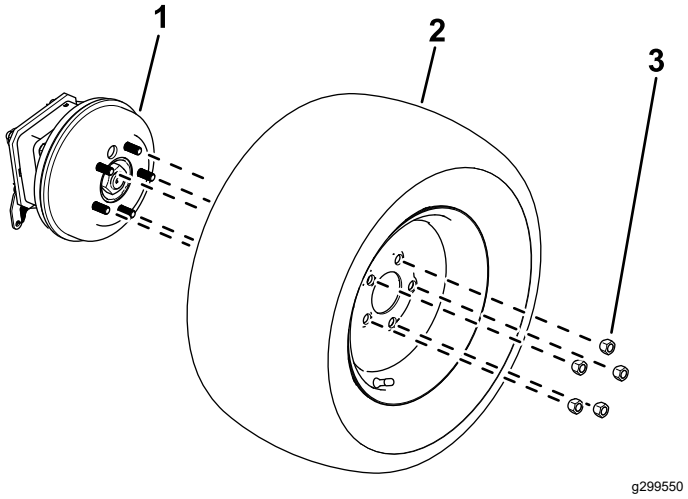

Figuur 11
2. Maak de wielmoeren los en verwijder ze (Figuur 11).
3. Verwijder de wielen uit de wielnaven (Figuur 11).
1. Gebruik de eerder verwijderde wielmoeren om de wielen aan de wielnaven te bevestigen (Figuur 11).